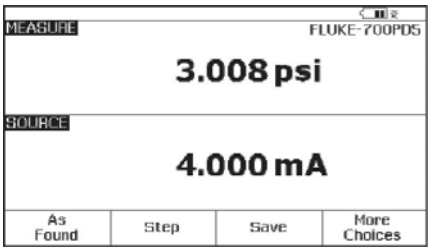

图 15.
5. 接着按一次“MEAS/ SOURCE”(测量/输出)按钮，将处于分屏模式(图15)。